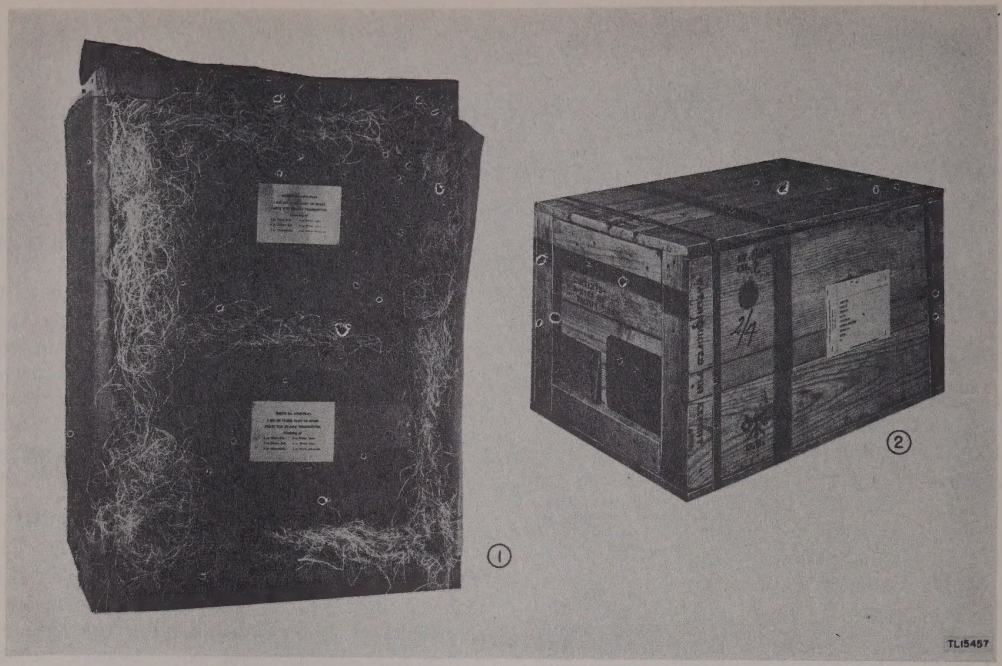

Figure 9. Packing case 2: (1) Open; (2) Closed.
b. Case 2 (Fig. 9). Contains two sets of vacuum tubes for Radio Transmitter BC-446-J. (Gross weight 80 lb)